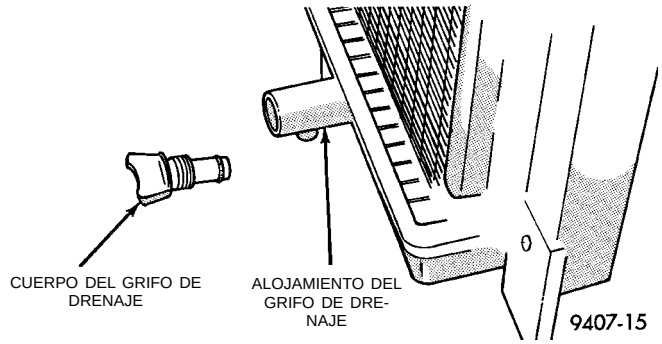

Fig. 23 Grifo de drenaje
(1) Haga girar el vástago del grifo de drenaje en sentido contrario a las agujas del reloj hasta desenroscarlo. Una vez destornillado el vástago hasta el límite de la rosca, tire de él (Fig. 23) para extraerlo del depósito del radiador.